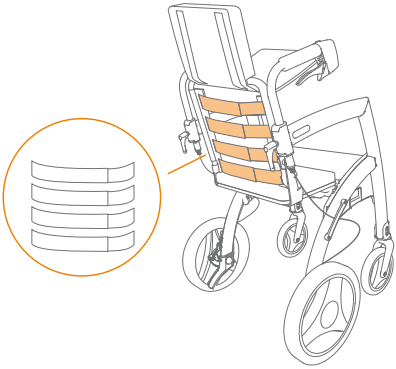

Figure 45: Plus souple pour plus de profondeur de siège.
c. Ajustez les bandes en détachant le velcro. Attachez à nouveau les velcros de tel sorte que le bassin de l'utilisateur soit bien droit et son dos soit bien soutenu **(Figure 45)**.